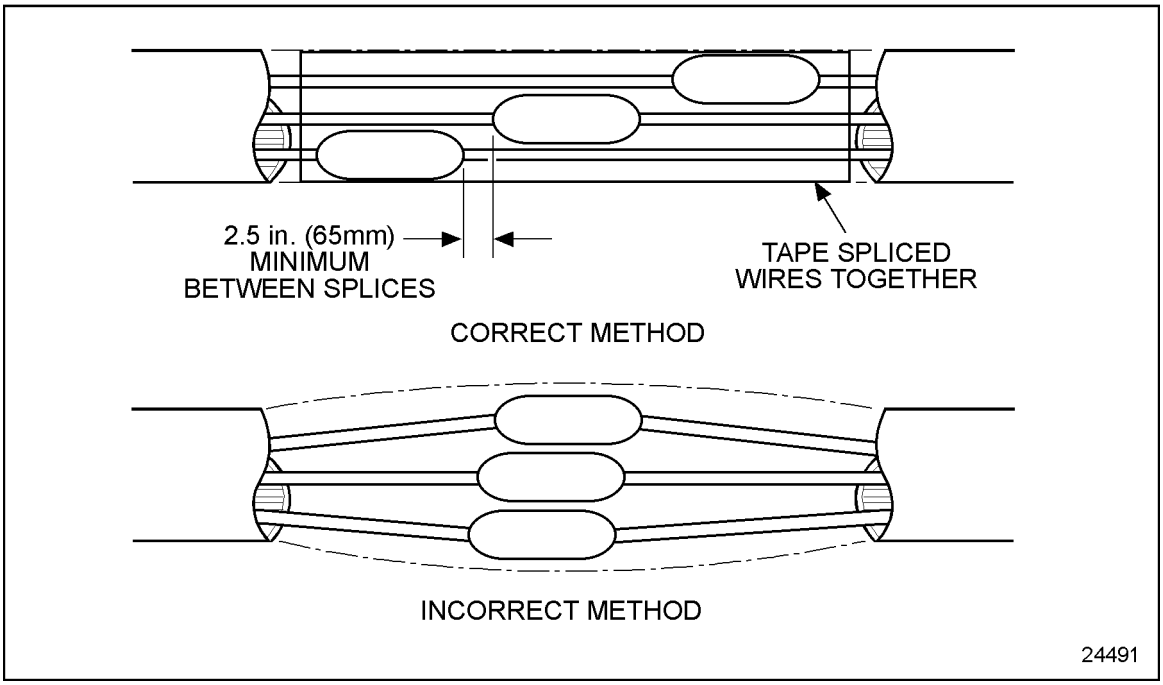

Figure 8-43 Multiple Splices
1. Stagger the position of each splice. See Figure 8-43.